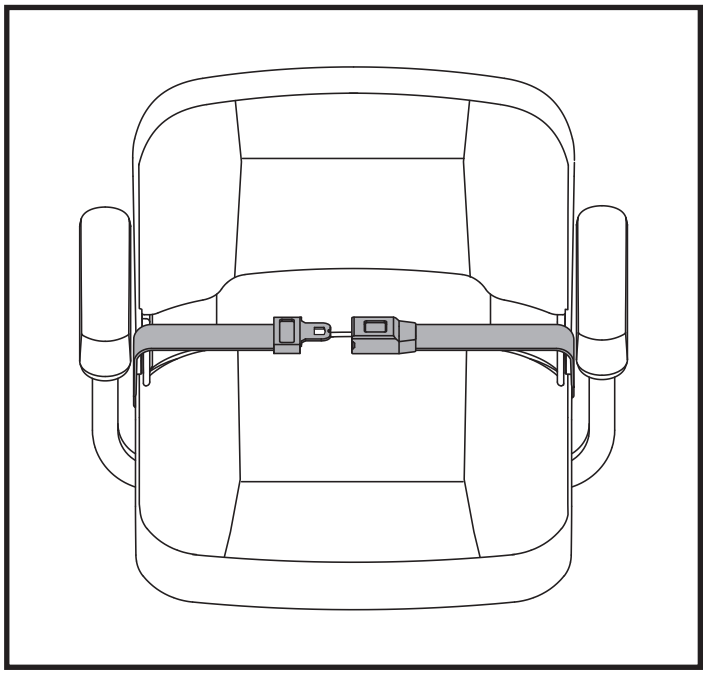

Figure 24. Positioning Belt - Metal Tab Style
1. Insert the metal tab on the right side of the belt into the plastic housing on the opposite strap until you hear a "click." **See figure 24.**